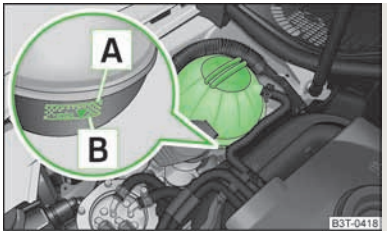

图 156
添加时只可使用其名称在冷却液补偿罐上列出的防冻液 » 图 156，见第 170 页。
- 添加冷却液时不得超过标记 A » 图 156，见第 170 页。
› 检查冷却液补偿罐的冷却液液位 » 图 156。